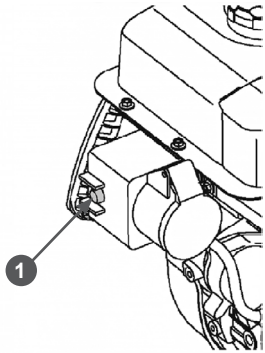

Рис. 41 Кнопка включения электрического стартера
5. Нажмите кнопку 1 включения электрического стартера и удерживайте ее (Рис. 41).